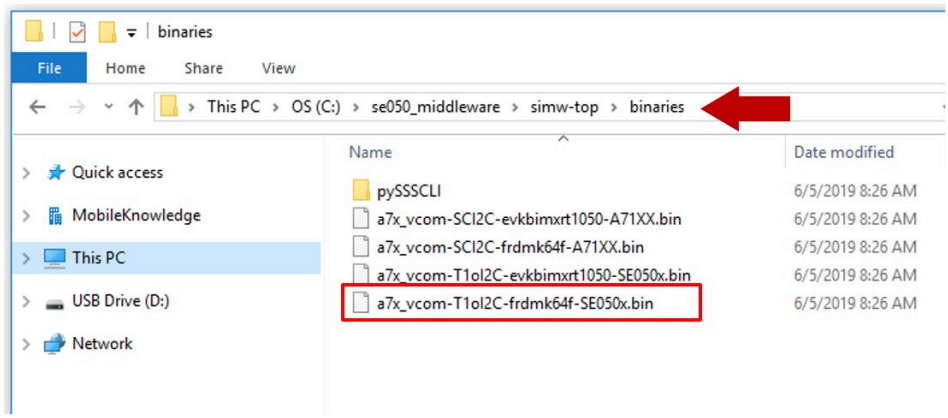

Figure 25. VCOM binary folder
3. Flash the VCOM software to FRDM-K64F. The VCOM software binary can be found in the EdgeLock SE05x Plug & Trust Middleware package, inside the `simw-top\binaries` folder as shown in Figure 25: